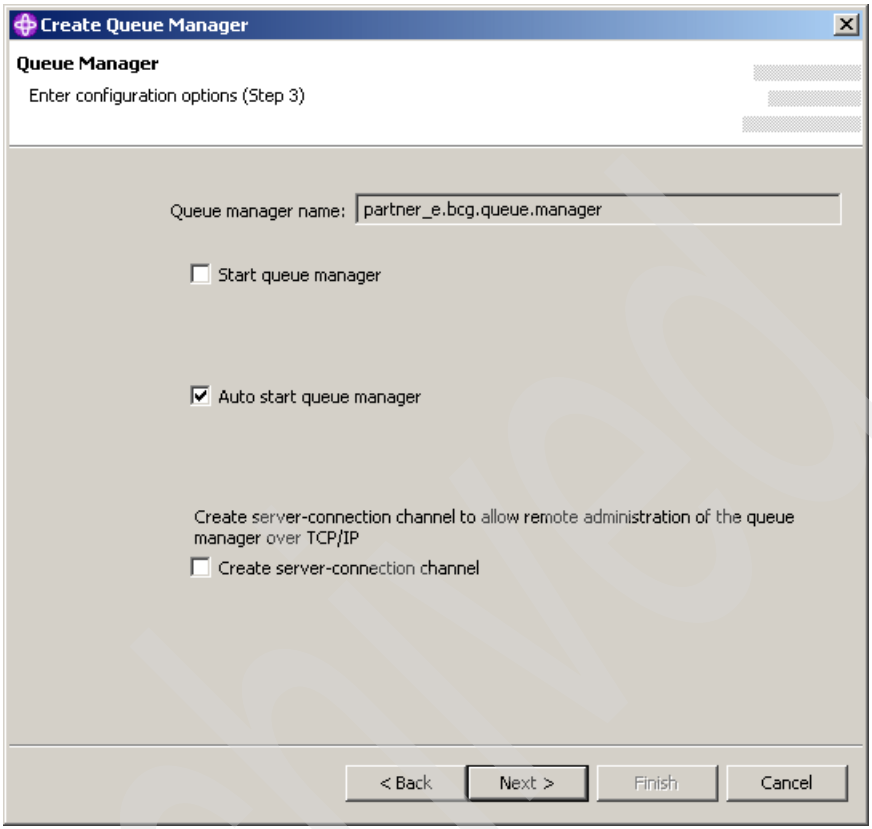

Figure 5-7 Create Queue Manager: Step 3
11. Select **Auto start queue manager**. This ensures that the queue manager starts when the WebSphere MQ service is started. See Figure 5-7 on page 68.